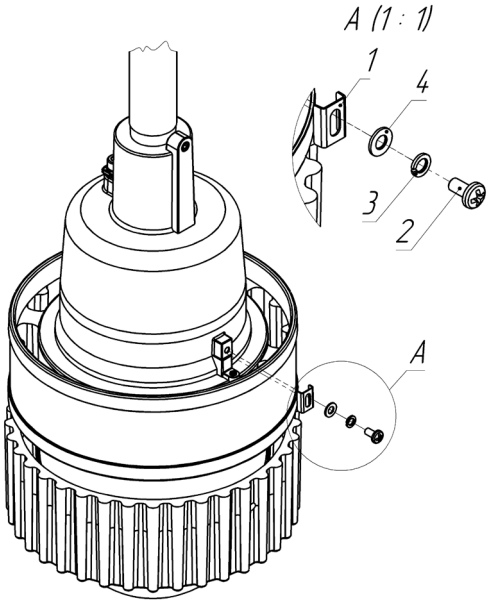

Рис. 1
4.1.2 – Ослабить винт поз.2, сдвинуть/снять фиксатор поз. 1 и шайбы поз. 3, 4 для обеспечения возможности вращения корпуса светильника (См. рис. 1)
4.2.2 – Ослабить винт поз.2, сдвинуть/снять фиксатор поз. 1 и шайбы поз. 3, 4 для обеспечения возможности вращения корпуса светильника (См. п.4.1.2 и рис. 1)